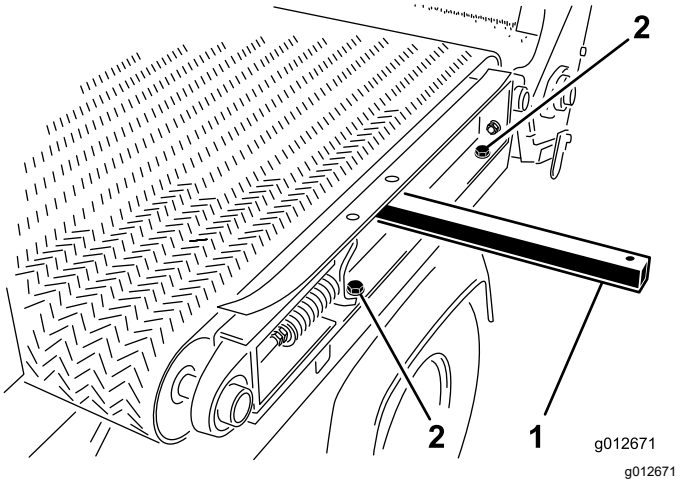

Figur 35
1. Montera glidflaksskenan på det vänstra stänkskyddet (Figur 35) på maskinens vänstra sida med de två huvudskruvarna och två brickorna som du tog bort i Demontera glidflaket (sida 22) och dra åt huvudskruvarna.